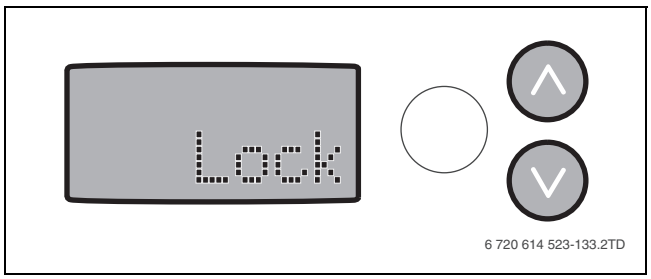

Afb. 28 Toetsblokkering
- ▶ Activeer de toetsblokkering door gedurende 5 seconden gelijktijdig de pijltoetsen ⋁ ⋀ ingedrukt te houden. Het woord “Lock” wordt gedurende 5 seconden in de display weergegeven (→ afb. 28). Het infomenu blijft uitleesbaar.